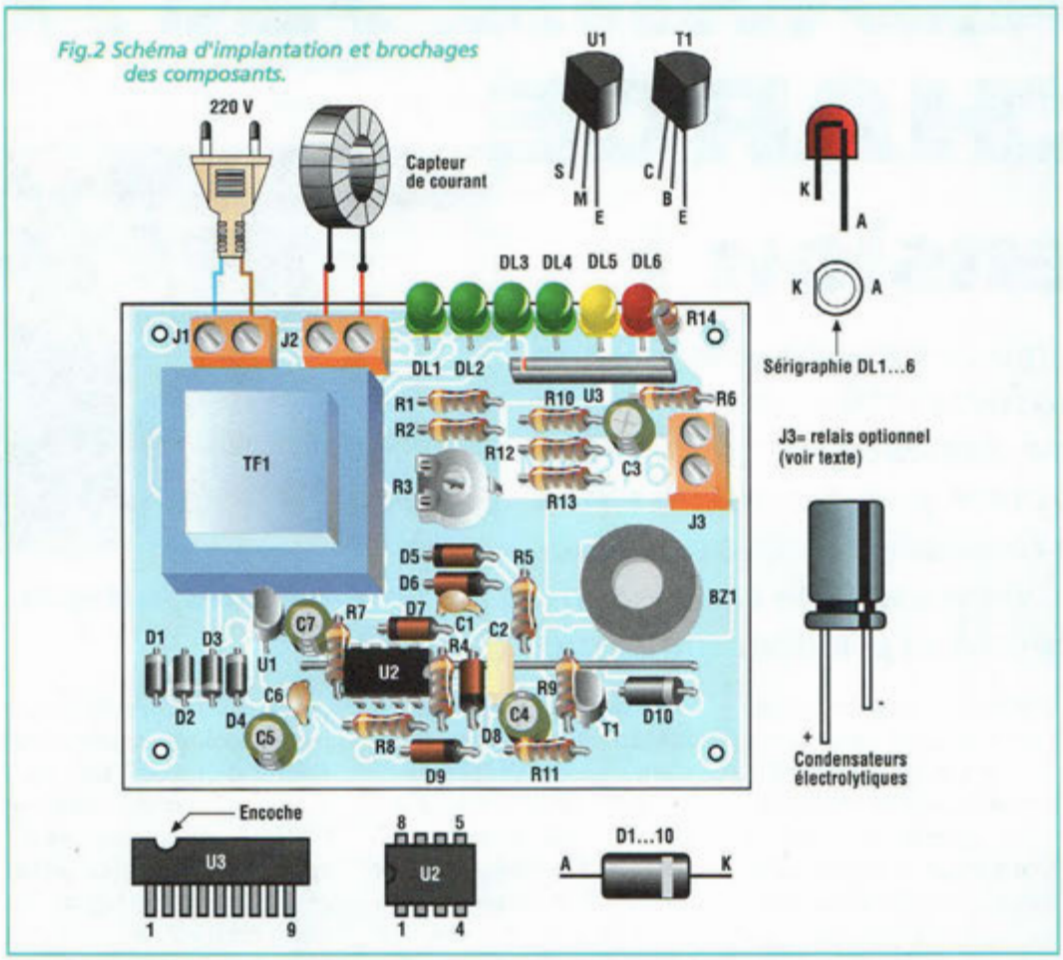

Fig.2 Schéma d'implantation et brochages des composants.
Sur le circuit imprimé MK2760, monter les composants conformément au schéma d'implantation reproduit en fig.2. Utiliser un fer à souder disposant d'une panne fine dont la puissance est limitée à 30 watts et de l'étain très fin (1 mm) comprenant une âme désoxydante. Effectuer en premier lieu le strap indiqué par la sérigraphie (voir fig.2) qui de la cathode (K) de D10 rejoint une broche de C6 en passant sous R9, C2, D8, R4, U2 et R7. Cette liaison doit être bien rectiligne pour éviter d'éventuels court-circuits avec les broches des composants cités.